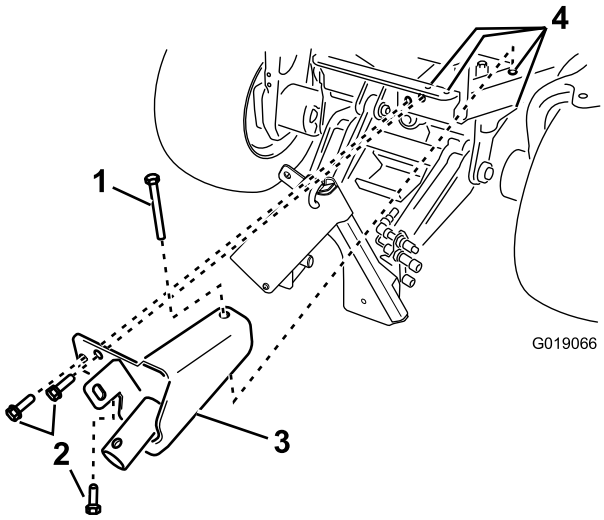

Figure 3
4. Montez le support du cric sur le cadre de la machine à l'aide de 3 boulons à collerette à tête hexagonale (1/2 x 1-1/2"), d'un boulon à tête hexagonale (1/2 x 4-1/2") et de 4 contre-écrous (Figure 3).